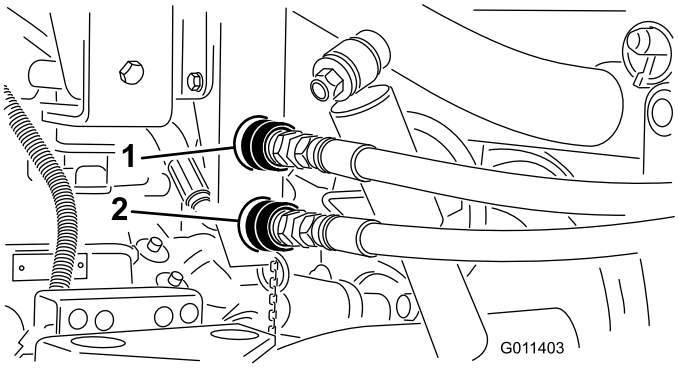

Figuur 17
3. Maak de snelkoppelingen (Figuur 17) van de TopDresser schoon voordat u deze aansluit. Vuile snelkoppelingen kunnen het systeem verontreinigen. Sluit na het reinigen de beide snelkoppelingen aan op de Workman. De slangen zijn aangeduid met 'A' en 'B'. Monteer de juiste slang op de snelkoppelaars. Zorg ervoor dat de beide snelkoppelaars volledig ingebracht zijn.
Opmerking: De koppelaars in Figuur 17 zijn van voertuigen met een serienummer lager dan 239999999.